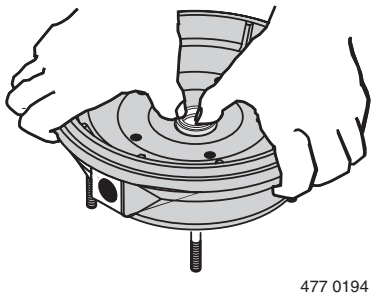

Figure 24 – Pour enfoncer le joint neuf
3. Poser une rondelle en carton propre sur le joint. Avec la pression des pouces, pousser fermement et d'équerre la moitié du joint en céramique dans sa cavité (se reporter à la Figure 24). La face polie du joint en céramique doit être orientée vers le haut. Si le joint ne repose pas adéquatement, le déposer, puis le poser sur un établi en orientant sa **face vers le haut.** Renettoyer la cavité. Le joint doit maintenant reposer adéquatement.